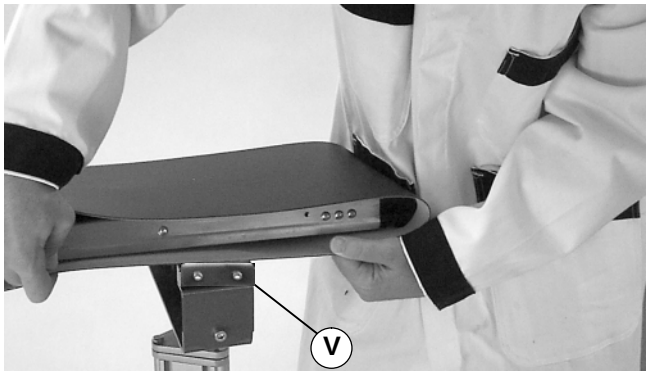

Abbildung 25
11. Die Montageklemmplatten (V siehe Abbildung 25), zu beiden Seiten des Förderers lösen. Das Förderband anheben und den Gurt abnehmen.